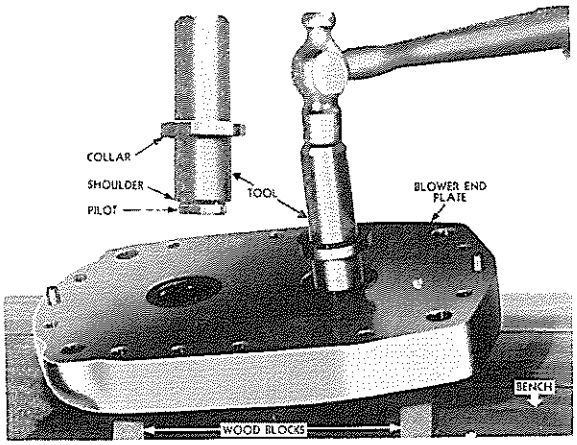

FIG. 7
b. Back out puller studs (A) in puller plate (B) as far as possible.
c. Install the 3 anchor bolts (C) in the three equally spaced holes of each puller plate and screw anchor bolts in holes from which bearing retainer screws were removed so faces of plates are parallel with face of blower.
d. Turn the two puller studs (A) uniformly clockwise and push rotor shafts from bearings in REAR plate. FRONT plate, with rotor shafts still assembled in bearings, will be pushed away from blower housing, simultaneously.
e. Remove tool from rear end plate and the two fillister head retaining screws, then pull plate from position by hand. Withdraw rotors and front end plate assembly from blower housing, IF ROTORS ARE NOT SCORED. If rotors are scored, remove front end plate from rotor bearings before withdrawing rotors; as outlined in item (8).
a. Attach puller plates (B) to blower front end plate with anchor bolts (C) screwed into holes from which bearing retainer bolts were removed—the same as in 7-C.
b. Turn the two puller studs (A) uniformly clockwise and push rotor shafts from bearings.
9. Remove rotor shaft bearings from blower end plates. Insert bearing removing tool through oil seal from inner face of blower end plate, as shown in Fig. 7 so pilot of tool enters bore in inner race of bearing and shoulder of tool rests against face of bearing inner race. Support end plate approximately two inches off bench and drive bearing from position. Follow this same method on all
10. Remove bearing oil seals from blower end plates. Inspection of oil seals for leaks while the blower was running on the engine largely determined if they should be changed. A further inspection may be conducted after blower has been disassembled. If the leather is scored so that a tight seal on shafts is impossible or the leathers have become charred and hard, the seals should be changed. If change is necessary, the seals may be removed from the end plates at the same time the individual bearings are removed. This is done by continuing to drive down on the tool, shown in Fig. 7 until collar on tool rests on and forces seal down and out of plate.